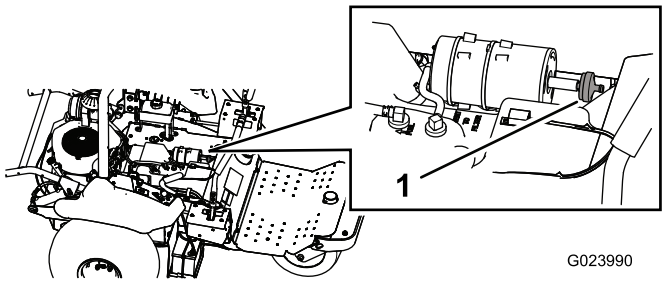

Figuur 47
2. Neem het filter van de koolstofhouder (Figuur 47).